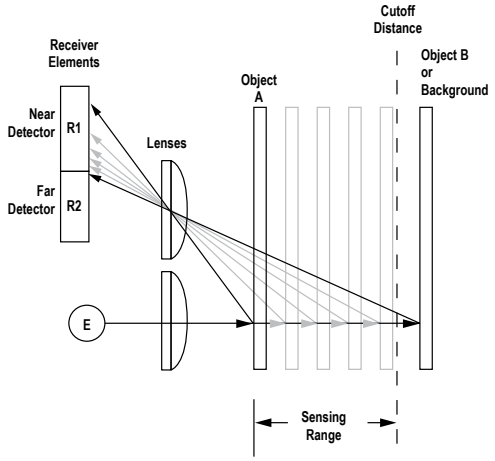

Figure 1. Adjustable field sensing concept
The Q60AF compares the reflections of its emitted light beam (E) from an object back to the sensor's two differently-aimed detectors R1 and R2 (see *Figure 1* on page 2). If the near detector (R1) light signal is stronger than the far detector (R2) light signal (see object A, closer than the cutoff distance), the sensor responds to the object. If the far detector (R2) light signal is stronger than the near detector (R1) light signal (see object B, object beyond the cutoff distance), the sensor ignores the object.